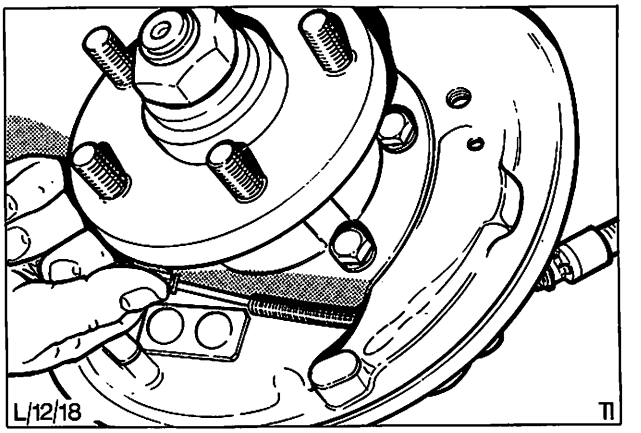

Abb. 46 Handbremsseil aushängen
3. Handbremsseil aushängen, Abb. 46.